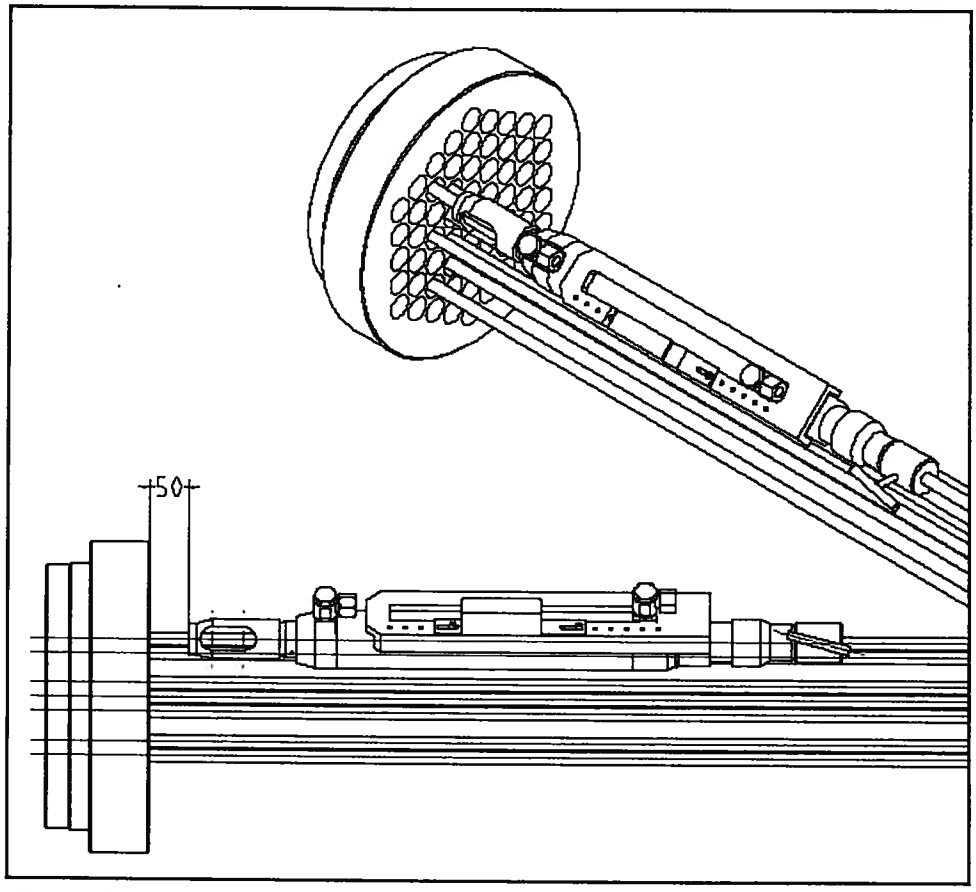

FIGURE 15. Pilot Jack with Elongation Chair Installed onto Specified Pilot Strand.
8.4 Push both the pilot jack with elongation chair onto the already stressed pilot strand (Fig 15).